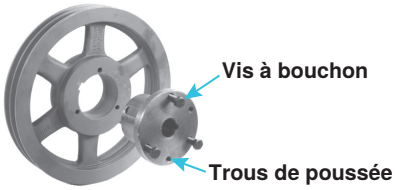

Figure 37. Bague conique fendue
a. Il y a trois vis d'assemblage dans la bague, et il y a deux trous qui n'ont pas de vis. Ces derniers trous sont des trous de poussée (voir **Figure 37**). Retirez les trois vis d'assemblage.